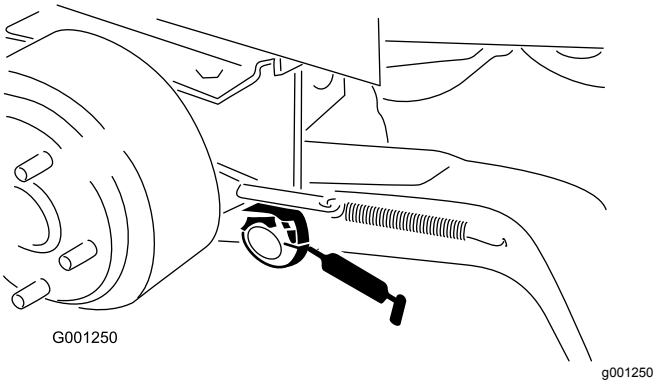

**Figur 35**
- Løftearmens drejebøsninger (Figur 35)